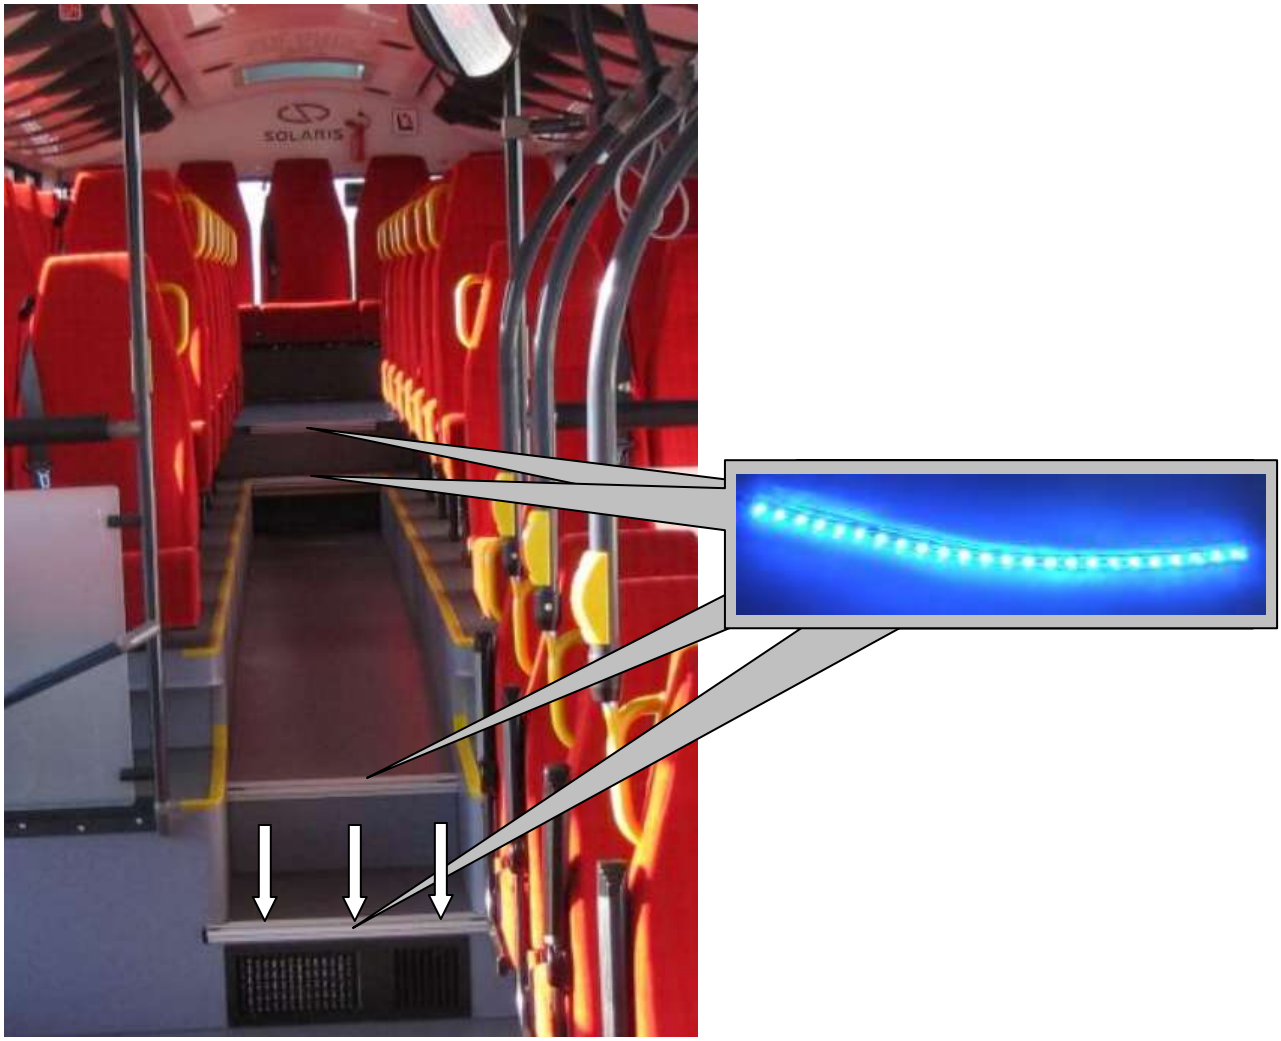

Rys. 2.3. Oświetlenie przedziału pasażerskiego – listwy progowe z diodami LED.
– listwy progowe z diodami LED Rys. 2.3,